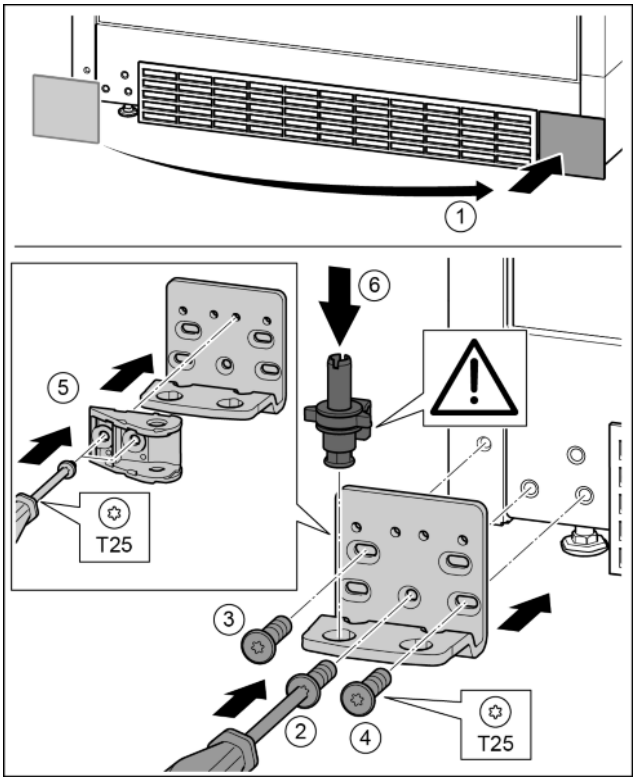

Fig. 36
- ▶ Enlever le cache et le mettre de l'autre côté. *Fig. 36 (1)*
- ▶ Poser le support de palier de l'autre côté et le visser à l'aide d'un tournevis T25. Commencer par la vis 2 en bas au milieu. *Fig. 36 (2)*
- ▶ Visser les vis 3 et 4. *Fig. 36 (3, 4)*
- ▶ Tourner le joint amortisseur de fermeture de 180°. La visser de l'autre côté du support de palier avec un tournevis T25. *Fig. 36 (5)*
- ▶ Mettre en place l'axe de palier complet. Veiller à ce que l'ergot d'enclenchement soit orienté en arrière. *Fig. 36 (6)*